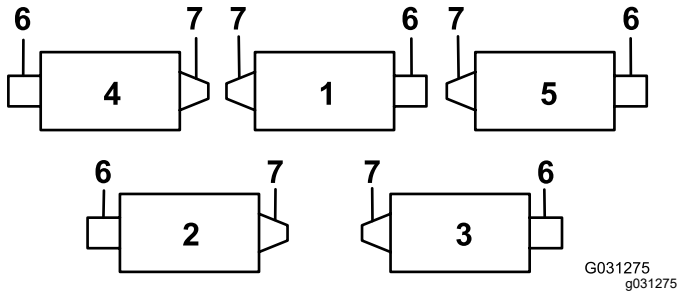
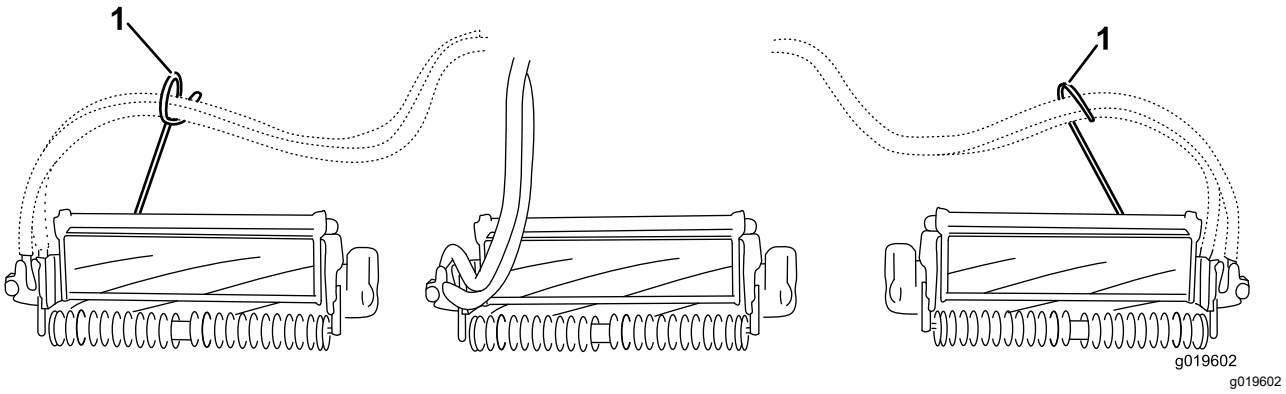
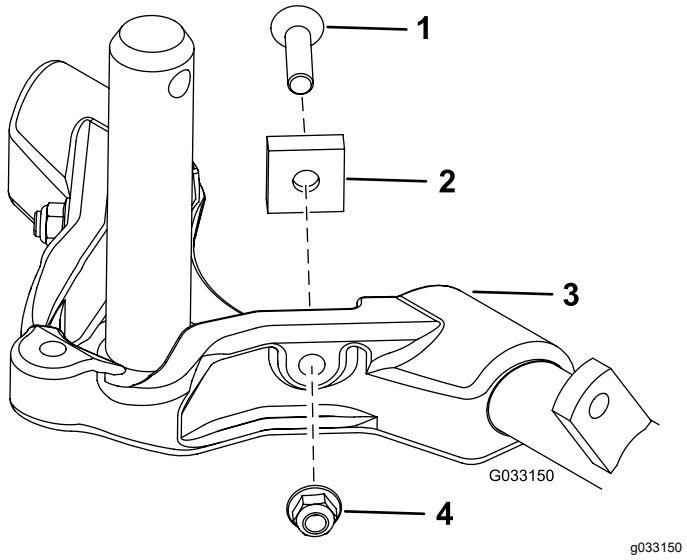

Рисунок 12
Рисунок 14
Рисунок 15
Внимание: **На режущих блоках № 4 (левом переднем) и № 5 (правом переднем) прикрепите направляющие шлангов к передней части выступов режущих блоков с помощью крепежных гаек кронштейна штока. Направляющие шлангов должны быть наклонены в сторону центрального режущего блока (Рисунок 12 – Рисунок 14).**
7. Чтобы повысить управляемость задних режущих блоков, снимите 2 проставки оси поворота, винты с внутренним шестигранником и фланцевые контргайки (Рисунок 15) с несущих рам задних режущих блоков (режущие блоки 2 и 3); см. Рисунок 12.